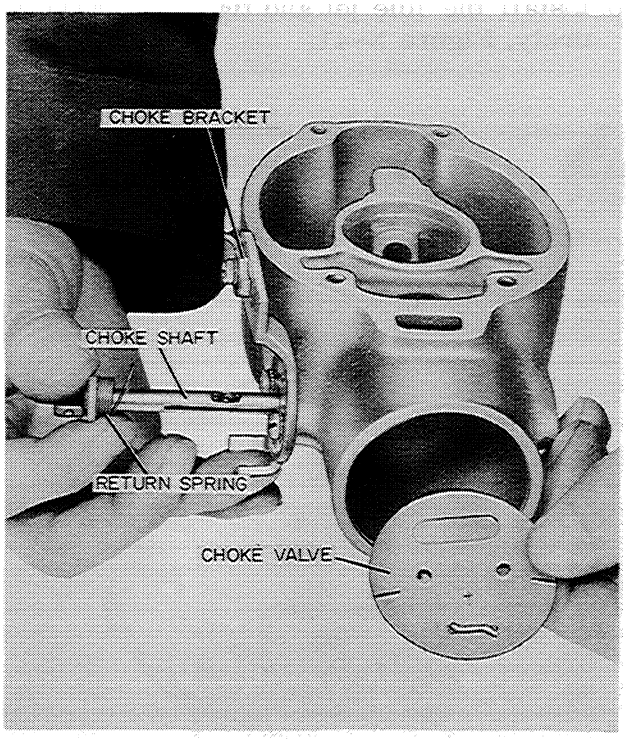

Figure N-35
2. Install the return spring on the choke shaft hooking one end to the choke bracket and push the shaft into position, Figure N-35.